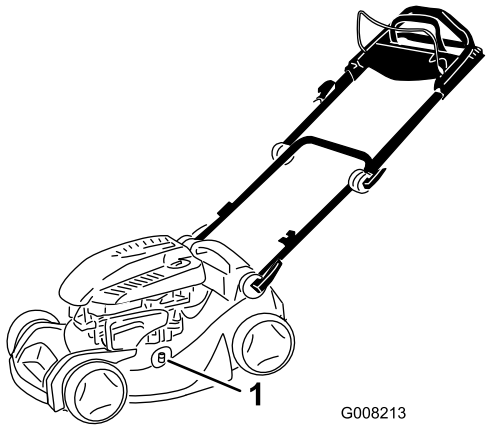

Figuur 31
4. Bevestig een tuinslang die aangesloten op een kraan, aan de wasaansluiting op de maaikast (Figuur 31).